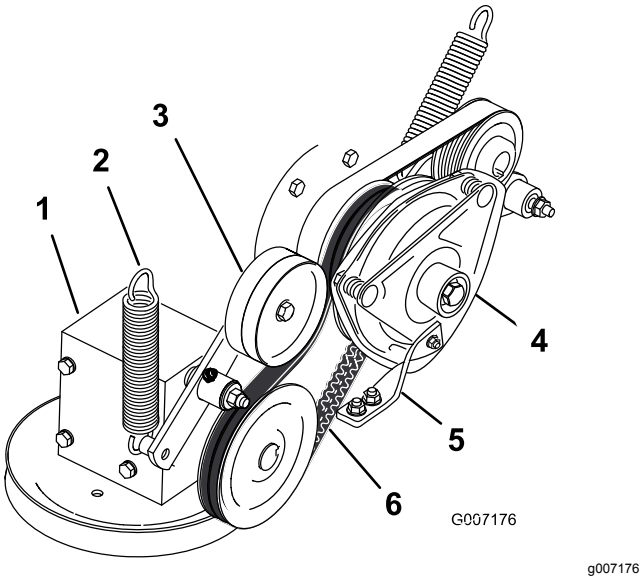

Figur 72
4. Tag fjederen af styrearmen (Figur 72).
7. Monter kraftudtagets drivrem omkring koblingens remskive og gearkassens remskive (Figur 72).
9. Monter fjederen på styrearmen (Figur 72).